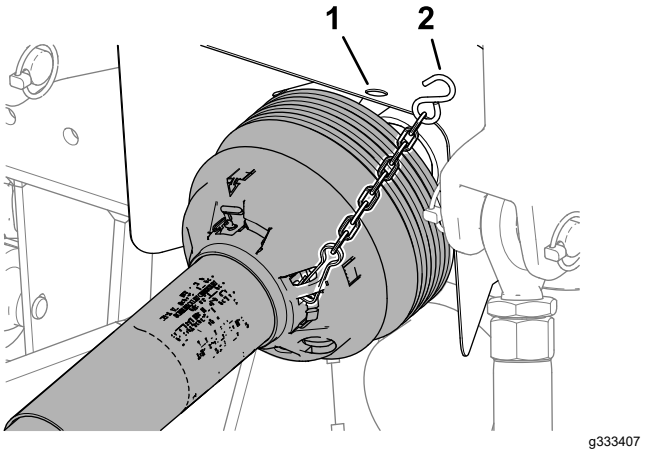

Figuur 49
5. Maak de beveiligingsketting van de kap (Figuur 49) los van de aftakas van de tractie-eenheid (alleen CE).